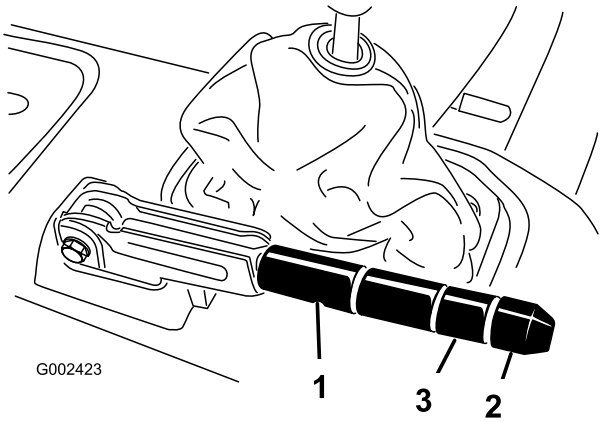

Figur 61
2. Lossa ställskruven som fäster ratten på parkeringsbromsspaken (Figur 61).